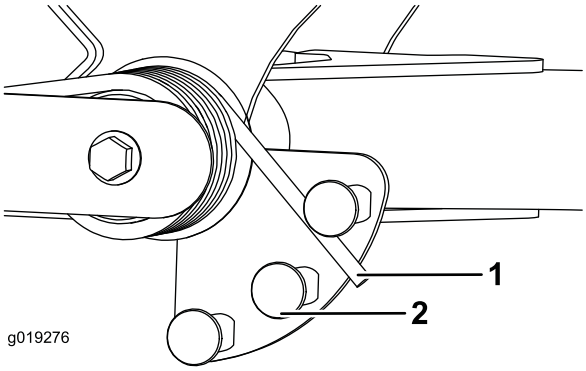

Figura 35
2. Coloque un tubo u otro objeto similar sobre el extremo largo del muelle y gírelo alrededor del actuador del muelle a la posición deseada (Figura 35).